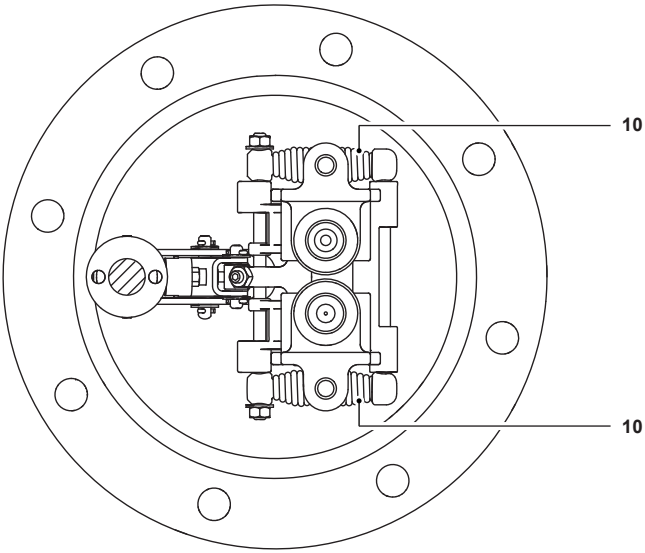

Fig. 13
3. Visually check springs (item **10**, Fig. 13). If defective, remove nuts and washers and slide spring assemblies from shafts. Replace with new spring assemblies (see Step 5e -spring setting) and install new nuts and washers, using Loctite 620 adhesive on threads of shaft.